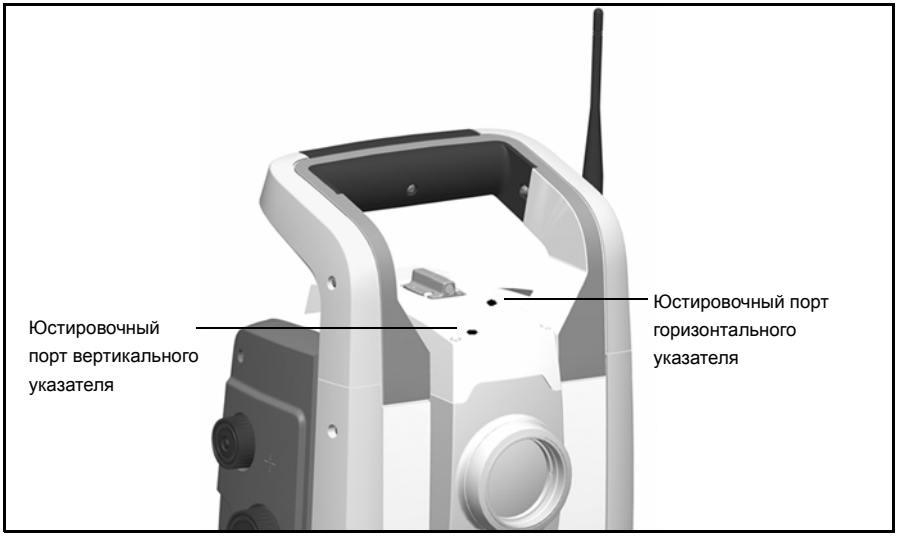

Рис. 4.33. Юстировочные порты лазерного указателя
1. Извлеките две заглушки из юстировочных портов в верхней части корпуса зрительной трубы. Рис. 4.33